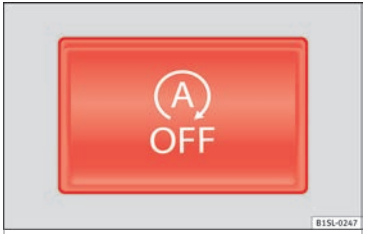

Fig. 158 At the top of the centre console: Start-Stop system button.
- Press the button situated in the centre console ››› Fig. 158.